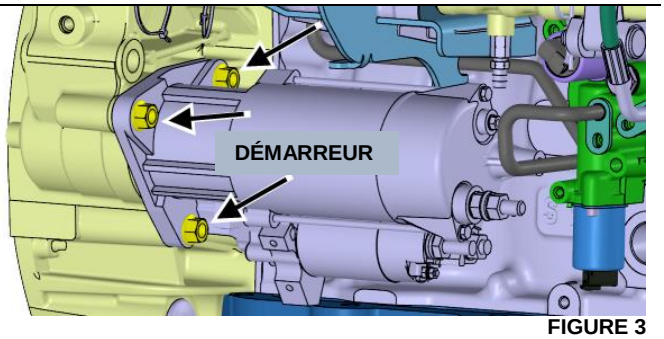

FIGURE 3
5. À l'aide d'une douille de 18 mm, dévisser les trois boulons qui fixent le démarreur au carter de volant (FIGURE 3).